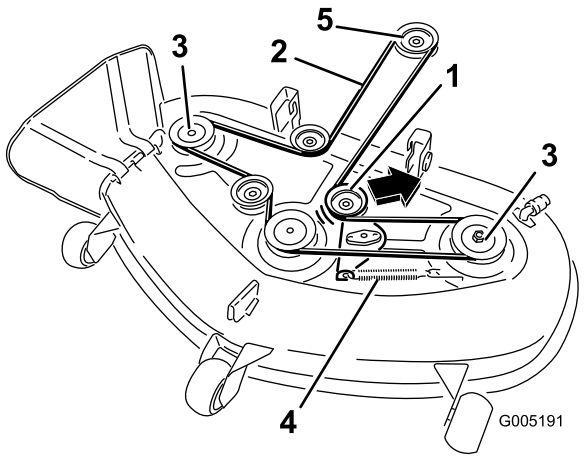

Figur 49
5. Dra lederullen i den retningen som er vist i Figur 49, og dra remmen av rullene.
6. Legg den nye remmen rundt motorremskiven og klipperskiven (Figur 49).
7. Dra lederullen i den retningen som er vist i Figur 49, og legg remmen på lederullen (Figur 49).